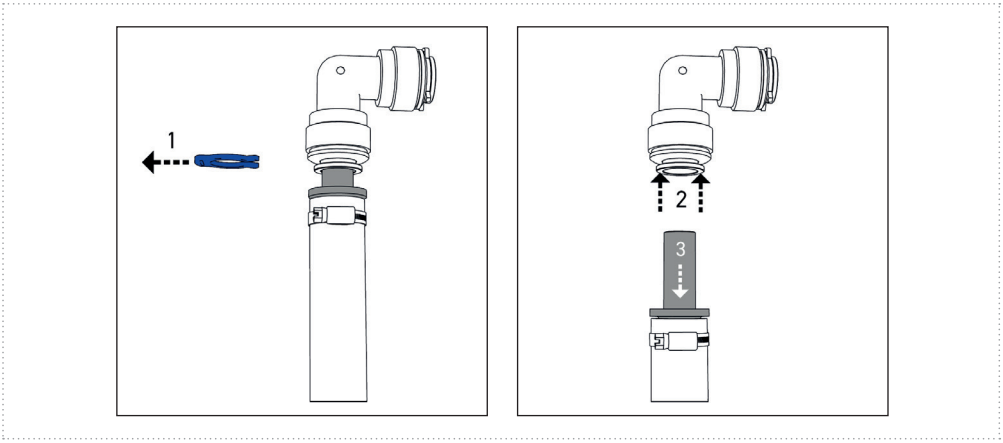

Figure 13
S'il est nécessaire de détacher une connexion enfichable, procédez comme suit (figure 13). Enlevez d'abord l'anneau de sécurité (1). Poussez l'élément de retenue avec les doigts ou à l'aide d'une aide au détachement (par ex. anneau de sécurité) vers l'arrière et maintenez-le (2). Le tube/tuyau enfiché peut maintenant être retiré (3).